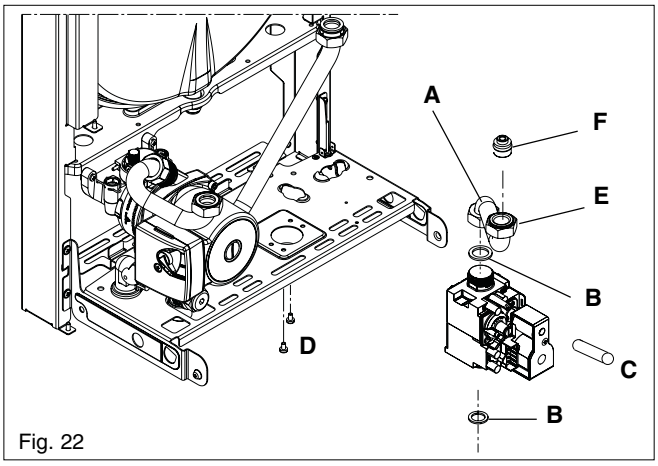

Fig. 22
6.12 GAS VALVE (fig. 22)
6.12.1 INJECTOR (fig. 22)